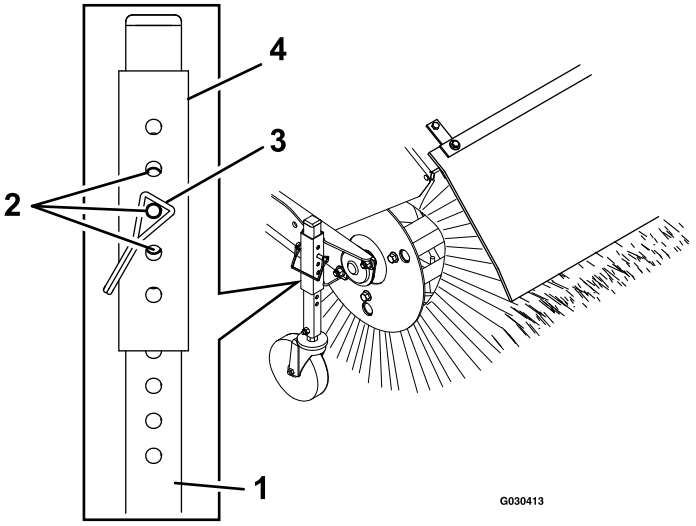

Figur 17
5. Du kan justere børstehøyden ved å fjerne og ta vare på pinnen fra justeringshylsen og styrehjulrøret (Figur 17).
7. Foreta finjusteringer ved å føre justeringshylsen ett pinnehull opp eller ned på styrehjulrøret for å justere børstehøyden i trinn på 3 mm (Figur 17). Gjenta trinn 5 til og med 7 på det andre styrehjulet.